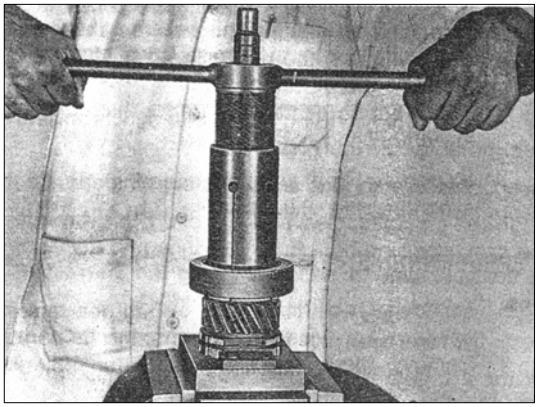

РИС. 219
4) Снимите внутреннее кольцо цилиндрического подшипника первичного вала спец. съёмником 2505 5890 0103 (см. рис. 219). Промойте в керосине и продуйте сжатым воздухом все детали. Осмотрите и замените все неисправные детали.